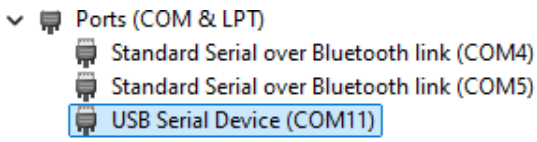

Figure 6: Windows Device Manager showing the LoPy4 COM port under *Ports* (*COM & LPT*)
- **Windows:** Look for a COM port (e.g., COM3). If unsure, open *Device Manager* → *Ports* (*COM & LPT*) to identify the correct port (see Figure 6).